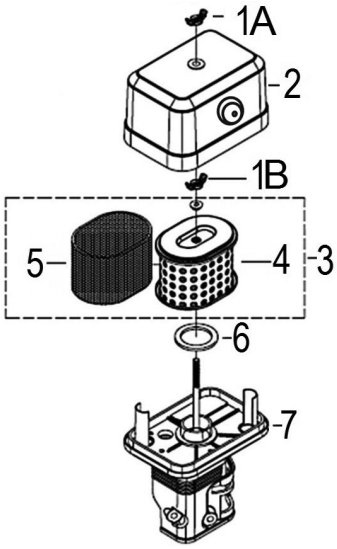

Рис. 10 Обслуживание воздушного фильтра
1. Открутите барашковую гайку 1А и снимите крышку 2 воздушного фильтра (Рис. 10).
2. Открутите барашковую гайку 1В и снимите воздушный фильтр 3 в сборе (Рис. 10).
3. Проверьте целостность и чистоту фильтрующих элементов. Поролоновый (предварительный) фильтрующий элемент 5 установлен на корпусе бумажного фильтрующего элемента 4 (Рис. 10).
5. Произведите очистку основания 7 и крышки 2 воздушного фильтра, не допуская попадания пыли и грязи в воздуховод, ведущий к карбюратору (Рис. 10).
7. Перед установкой воздушного фильтра убедитесь, что уплотнительное кольцо 6 воздушного фильтра находится на месте и не имеет повреждений (Рис. 10).